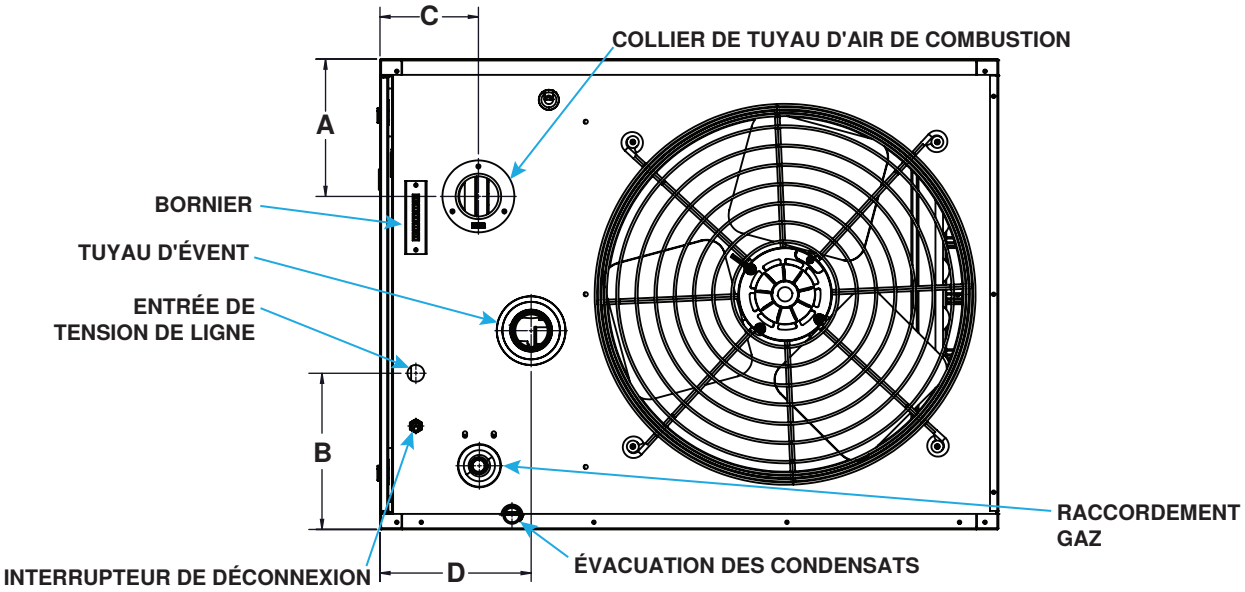

**Figure 4. Connexions à l'arrière de l'unité—tailles d'unité 55–110 (reportez-vous au Tableau 8)**
- La sortie du venteur et l'entrée d'air de combustion sont situées à l'arrière de l'appareil de chauffage (voir **Figure 4**).
| Dimension (voir Figure 4) ou connexion | Taille de l'unité (MBTUh) | | |